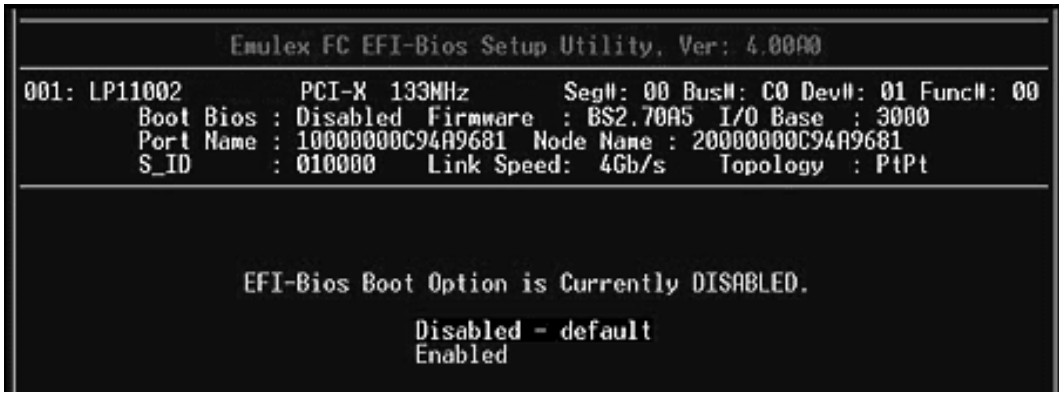

Figure 26: BIOS Status screen
2. Select **1. Enable or Disable BIOS** and press **<Enter>**. The current BIOS status is displayed (Figure 26).